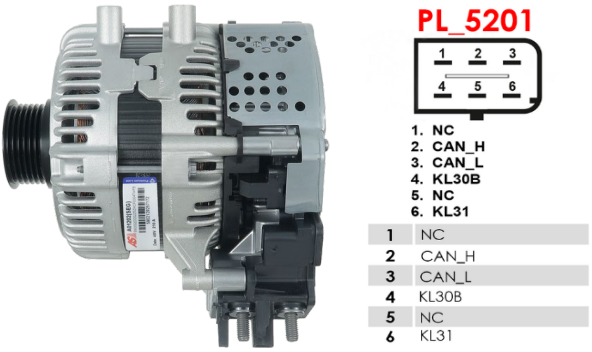

Рисунок 27. Стартер-генератор L1TA-11238 і позначення терміналів у роз'ємі
1.1. Як приклад на рис. 27 і таблиці 6 наведено схему підключення стартер-генератора 48 В L1TA-11238.